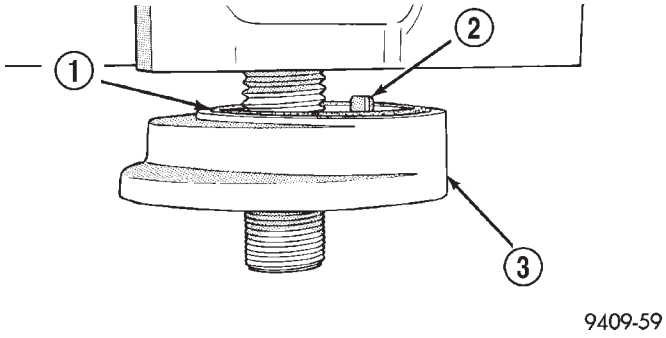
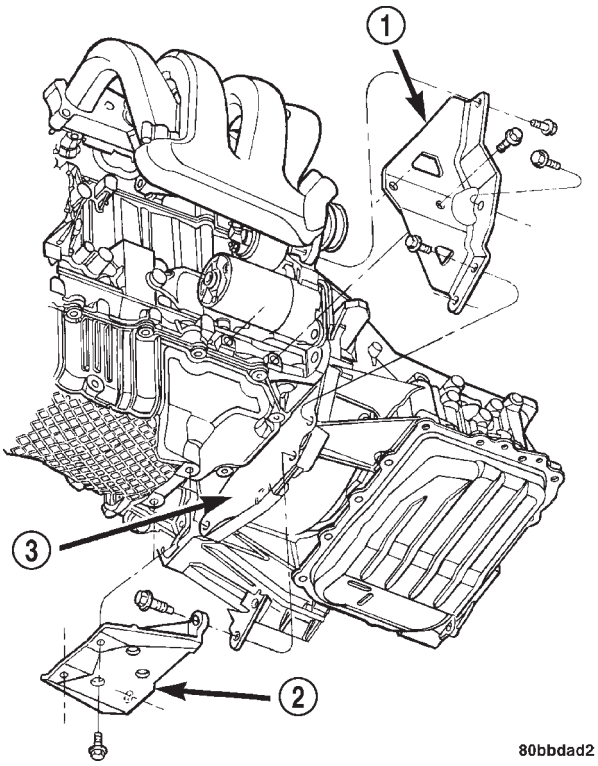
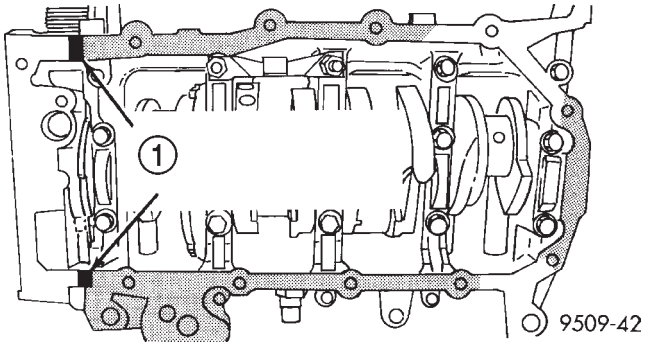

Abb. 81 Ölfilter-Adapter
Abb. 82 Verwindungsstrebe, Manschette und Staubschutz
Abb. 83 Ölwanne abdichten
(1) Batterie-Minuskabel (-) abklemmen.
(2) Fahrzeug auf Hebebühne anheben.
(3) Motoröl ablassen und Ölfilter ausbauen.
(4) Ölfilter-Adapter am Motorblock abbauen (Abb. 81).
(5) Manschette abbauen. Näheres hierzu siehe Hinweise in diesem Abschnitt.
(6) Befestigungsschrauben der seitlichen Verwindungsstrebe lösen (Abb. 82).
(7) Seitliche Verwindungsstrebe abbauen (Abb. 82).
(8) Staubschutz des Getriebes abbauen (Abb. 82).
(9) Schrauben der Ölwanne lösen.
(10) Ölwanne ausbauen.
(1) Ölwanne und alle Dichtflächen reinigen.
(2) Mopar® Silicone Rubber Adhesive Sealant an der Auflagefläche zwischen Ölpumpe und Motorblock auftragen (Abb. 83).
(3) Neue Dichtung an der Ölwanne auflegen.
(4) Ölwanne einbauen und Schrauben mit einem Anzugsmoment von 12 N·m (105 in. lbs.) festziehen.
(5) Staubschutz des Getriebes einbauen (Abb. 82).
(6) Seitliche Verwindungsstrebe einbauen (Abb. 82).
(7) Manschette einbauen. Näheres hierzu siehe Hinweise in diesem Abschnitt.
(8) Ölfilter-Adapter einbauen und Baugruppe mit einem Anzugsmoment von 80 N·m (60 ft. lbs.) festziehen (Abb. 81).
(9) Ölfilter einbauen.